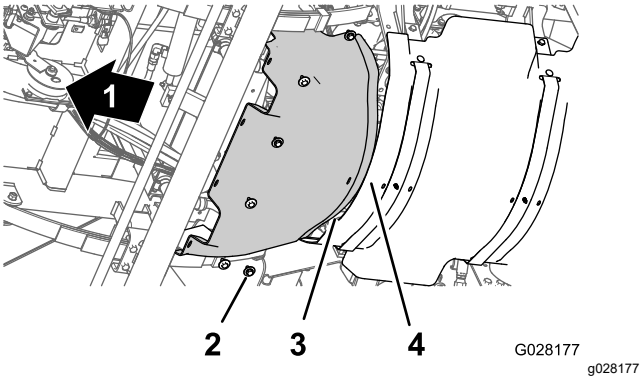

Figura 61
1. Alinhe a flange traseira da proteção térmica frontal por cima da flange dianteira da proteção térmica traseira (Figura 61).
2. Alinha os orifícios da proteção térmica frontal com os orifícios roscados no chassis (Figura 61).
3. Monte a proteção térmica frontal na máquina com os 6 parafusos de cabeça hexagonal e as 6 anilhas (Figura 61) que retirou no passo 3 de Remoção da proteção térmica dianteira (página 54).